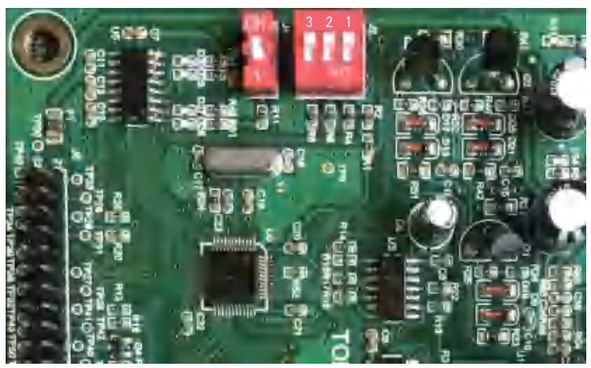

Figure 5
3-6KW machine: 44ML each time; (pump working 30 seconds, refer to figure5)
7-12KW machine: 90ML each time; (pump working 60 seconds, refer to figure 5)
13.5-24KW machine: 134ML each time (pump working 90 seconds, refer to figure 5)